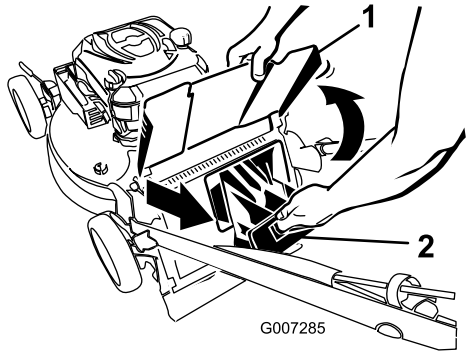

Figuur 30
1. Breng de afvoergeleider omhoog en houd deze omhoog (Figuur 30).
2. Trek de afsluiter van het achteruitwerpkanaal eruit (Figuur 30).